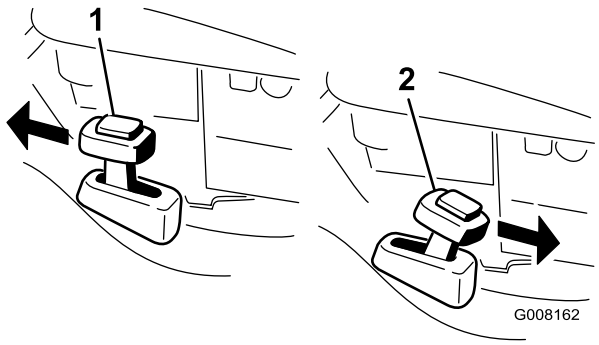

Bild 19
2. Drücken Sie die Taste oben am Hebel für Recycler/Fangkorb und schieben Sie den Hebel auf **Recycler** (Bild 19).
2. Hängen Sie den Fangkorb ein, wenn Sie das Schnittgut sammeln möchten (siehe Einsetzen des Fangkorbs“). Drücken Sie die Taste oben am Hebel für Recycler/Fangkorb und schieben Sie den Hebel auf **Fangkorb** (Bild 19).
Hinweis: Der Hebel für den Recycler/Fangkorb sollte in der Stellung **Fangkorb** (Bild 19) stehen.